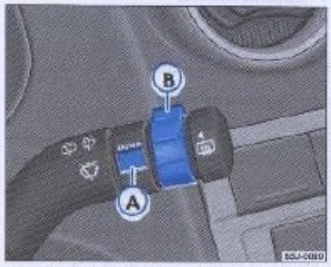

Fig. 44 Localización de las teclas de control en la palanca del limpiaparabrisas
– A partir del menú principal ⇒ página 58, seleccione el ítem de menú **Comp. bordo** y presione la tecla ENTER Ⓐ ⇒ fig. 44, en la palanca del limpiaparabrisas.
En el menú **Comp. bordo**, accionándose la tecla ⇒ página 61, fig. 44 Ⓔ en la palanca del limpiaparabrisas, se puede conmutar entre las siguientes informaciones:
– A partir del menú principal ⇒ página 58, seleccione el ítem de menú **Estado vehíc.** y presione la tecla ⇒ página 61, fig. 44 Ⓐ, en la palanca del limpiaparabrisas.
– A partir del menú principal ⇒ página 58, seleccione el ítem de menú **Configurar** y presione la tecla ⇒ página 61, fig. 44 Ⓐ.